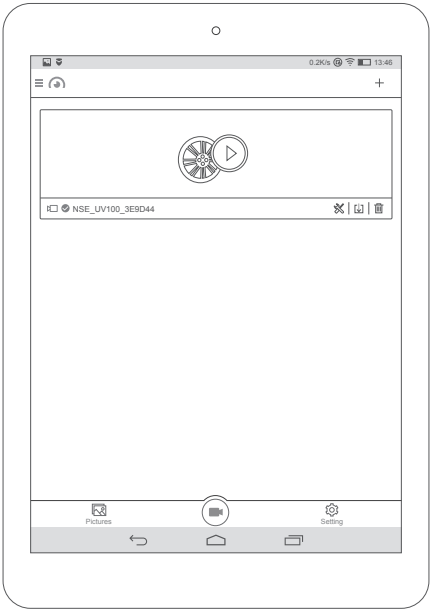

Figure 7 Wi-Fi connected
5) When Wi-Fi is connected, click icon, see Figure 7: